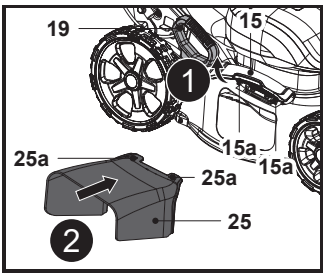

Fig. 14
1. Set the cutting height adjustment lever (19) higher than the second lowest position.
2. Rotate the side deflector guard (15) towards the motor and hold it in position (Fig. 14, step 1).
3. Align and hang the slots (25a) of the side discharge attachment (25) onto the latches (15a) of side deflector guard (15) (Fig. 14, step 2).